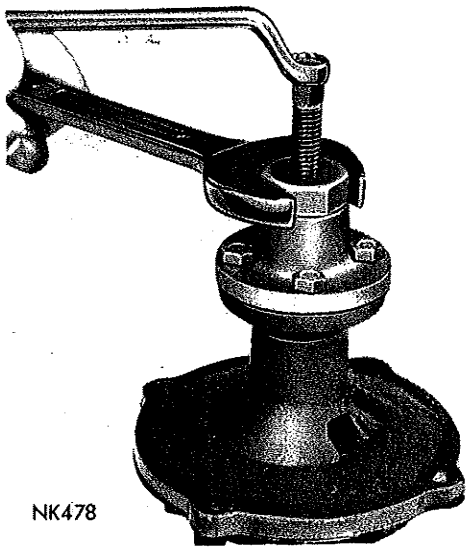

*Fig. 8—Removing Fan Hub*
(1) Break the plastic impeller and remove it from the metal insert.
(2) Split the sintered metal insert of the plastic impeller with a chisel and hammer.
(3) Remove the rubber portion of the shaft seal and the spring.
(4) Using remover Tool C-3753 remove the retainer portion of the seal.
(5) Remove the fan hub using puller Tool C-412 (Fig. 8).
(6) Support the pump body on the front face (fan hub end) and apply pressure to the rear end of the shaft to press the shaft and bearing assembly out through the front of the pump. If an attempt is made to remove the shaft in the opposite direction, damage to the pump body may result.
(7) Use a wire brush to remove all rust from the housing. Clean all parts with a suitable solvent and dry with compressed air. **Bearing assemblies removed from water pumps should not be reused,** as damage to the bearing will usually result during removal.
(1) Remove the fan hub from the shaft using remover Tool C-412 (Fig. 8).